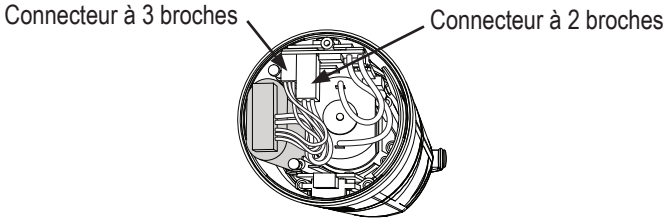

Figure 2
10. Reconnectez le connecteur à 3 broches, reconnectez le connecteur à 2 broches plus grand. Voir la figure 2.